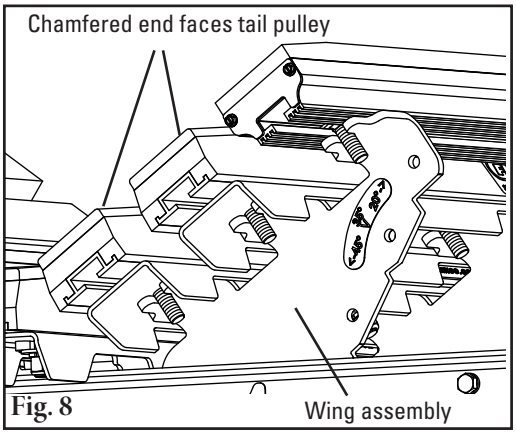

Fig. 8
8. **Install new bars (and supports) onto wing assemblies.** Place the new bars (and bar supports, if present) onto the wing plate with chamfered ends facing the tail pulley (Fig. 8). Line up the bolts and tighten the bars to the wing assemblies. Tighten to 135 N/m (100 ft-lb) torque.